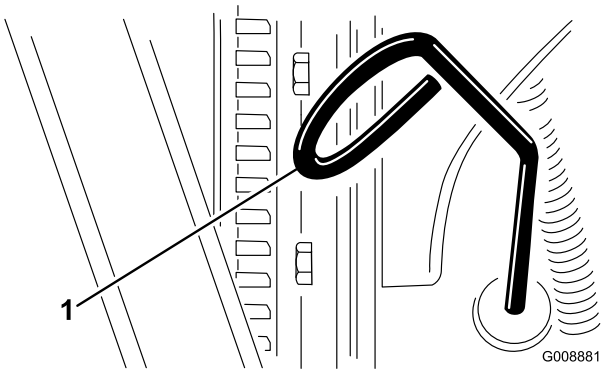

Figuur 19
2. Verwijder de peilstok (Figuur 19) en veeg deze af met een schone doek.